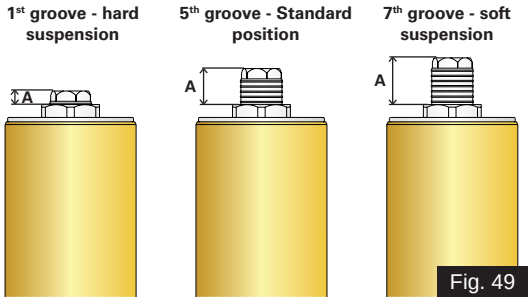

Fig. 49
- The spring preload setting is determined by the distance 'A' or number of grooves. Shorter the distance 'A' or number of grooves indicates higher preload **(ref. Fig. 49)**.